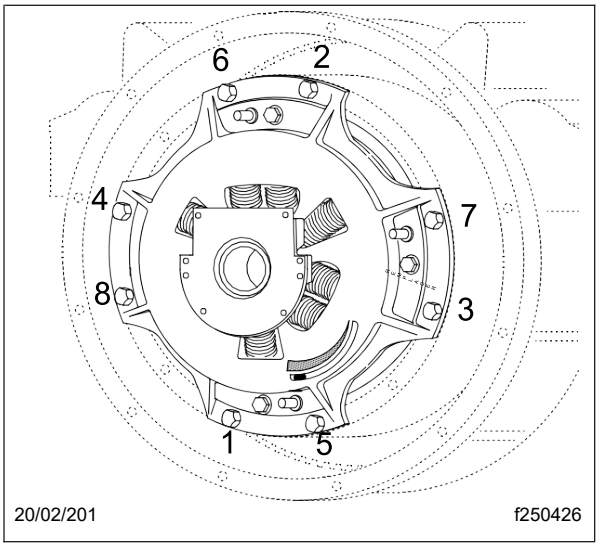

Fig. 12, Séquence de serrage
7. Serrez progressivement les boulons de montage dans un motif entrecroisé en commençant par le boulon inférieur gauche. Couple à 45 lbf·pi (61 N·m). Voir **Fig. 12**.